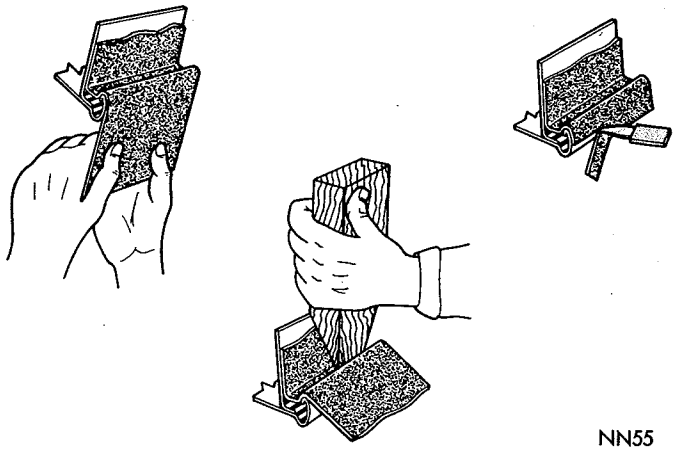

**Fig. 6—Positioning Cover at Drain Trough (4 Door)**
(15) Using a dull pointed tool, press fabric into the drain trough to achieve maximum contact of roof cover material to drain trough (Fig. 6).
(16) Grasp the outboard edge of cover and while pulling material outward and down, use the upper edge of drain trough flange as a breakover for draping material on to the outboard drain trough flange face (Fig. 6). **Care must be taken to avoid pulling loose the cover material** applied to base of drain trough.
(17) Press material against drain trough flange face for the full length of outboard sides of roof
(18) Trim excess material hanging below drain trough flange about ⅛ inch above lower edge of the flange (Fig. 6).